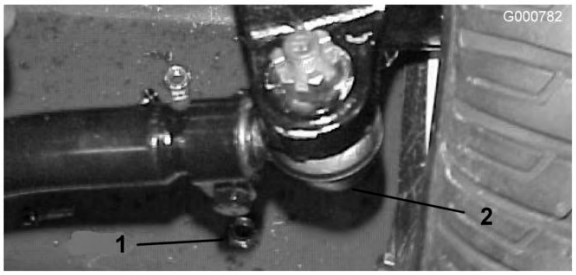

Bild 58
2. Entfernen Sie den Splint und die Mutter von einem der Spurstangen-Kugelgelenke. Entfernen Sie das Spurstangen-Kugelgelenk vom Achsständer (Bild 58).
3. Lockern Sie die Klemmen an beiden Enden der Spurstangen (Bild 58).